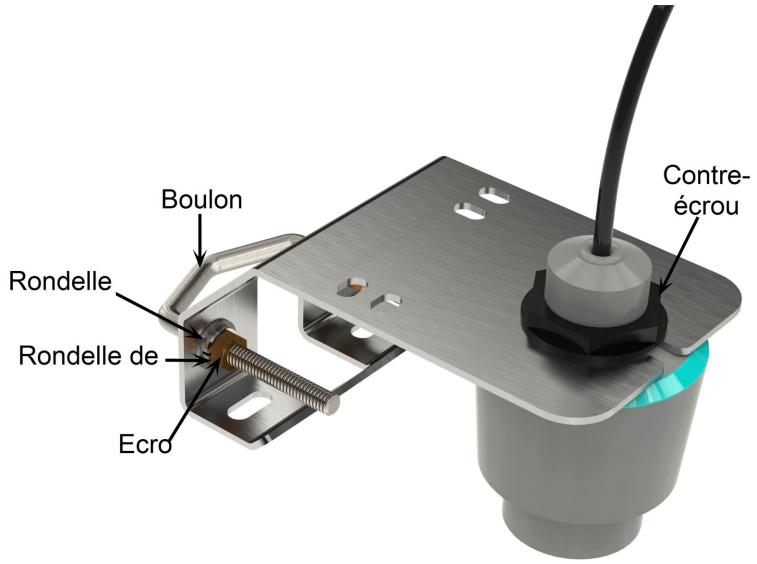
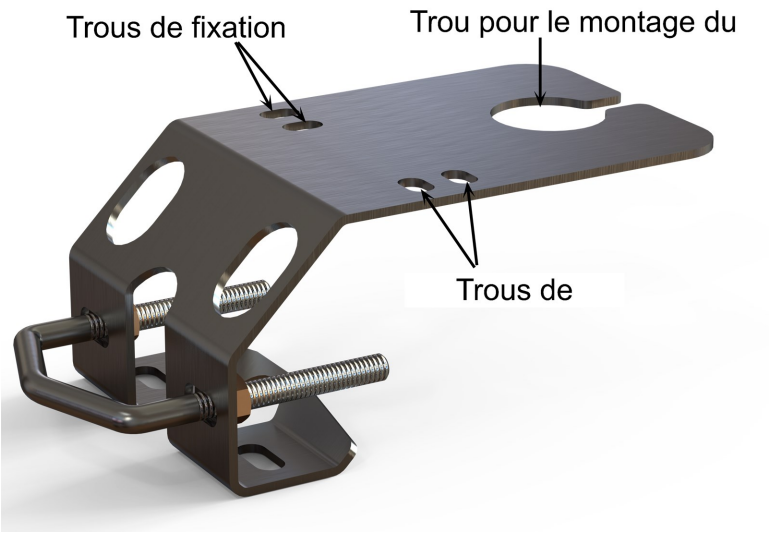

Figure 7-2. RangeVue 15 monté avec le support RangeVue-series
Figure 7-3. Support RangeVue-series
1. Fixez le support RangeVue-series à un tuyau d'un diamètre nominal de 1 pouce à l'aide du collier en V, des rondelles, des rondelles de blocage et des écrous (voir Figure 7-2 [p. 14]).
2. Placez le RangeVue-series dans le support (voir Figure 7-2 [p. 14] et Figure 7-3 [p. 14]).
5. Fixez le site RangeVue-series au support en serrant le contre-écrou (voir Figure 7-2 [p. 14] et Figure 7-6 [p. 16]).